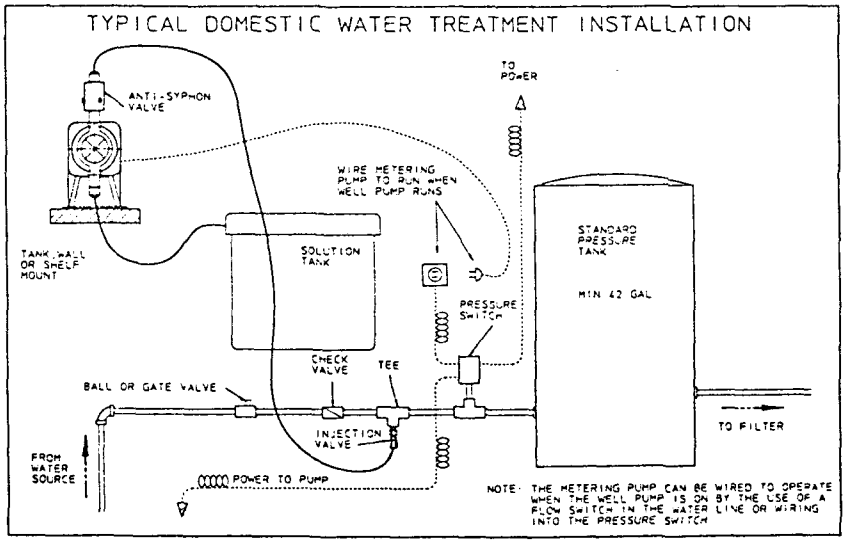

FIG G1
19. The pump is designed to operate using a backpressure/injection valve. If the discharge point is below the liquid level of the source or if the discharge pressure is less than the suction pressure, siphoning may occur. To correct this condition, install an anti-siphon valve or other anti-siphon device. Check local regulations which may apply. (Reg. Figure G1).